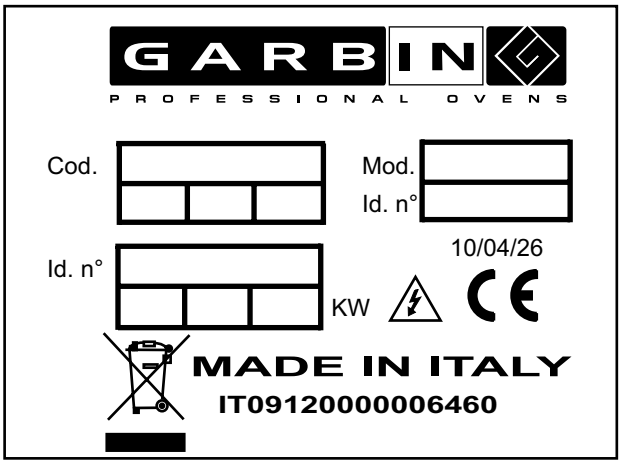

Abb. 1
- Gehen Sie vor dem Anschluss sicher, dass die Netzspannung und die -frequenz mit den Werten auf dem Geräteschild des Ofens übereinstimmen (Abb.1), das sich unten am hinteren Paneel befindet. Wir erinnern daran, **dass die Spannung höchstens ± 10 % davon abweichen darf.**